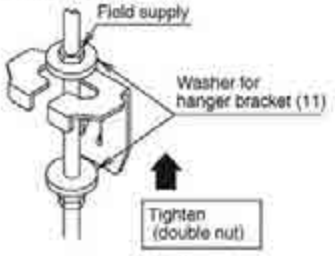
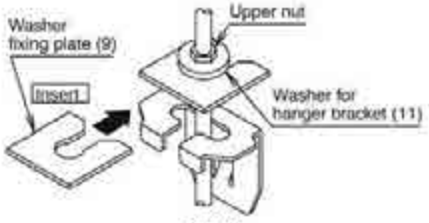

Fig. 6
Fig. 7
(1) Install the indoor unit temporarily.
- Fix the hanger to the suspension bolt. Make sure to securely fix the hanger with the nut and the washer for hanger bracket (11) from the upper and lower side. **(Refer to Fig. 6)** If the washer fixing plate (9) is used, the upper side washer for hanger bracket (11) may be protected from falling off. **(Refer to Fig. 7)**